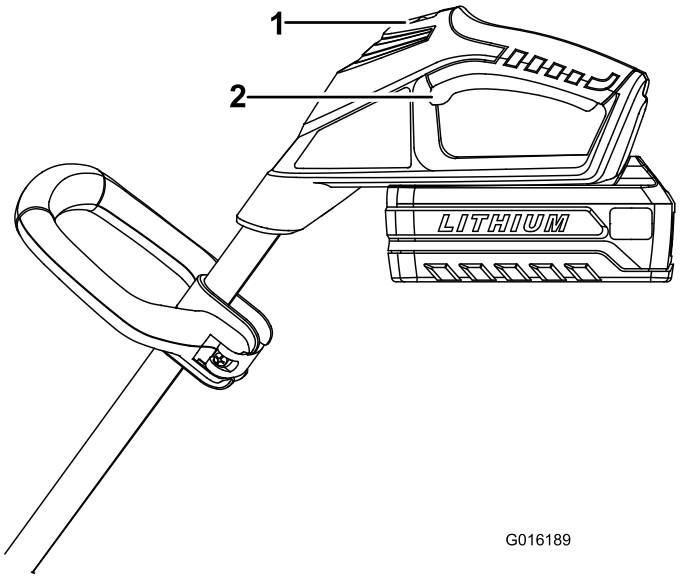

Figure 6
4. Pour démarrer la débroussailleuse, repoussez le commutateur de verrouillage à la position de marche, puis serrez la poignée d'actionnement (Figure 6).